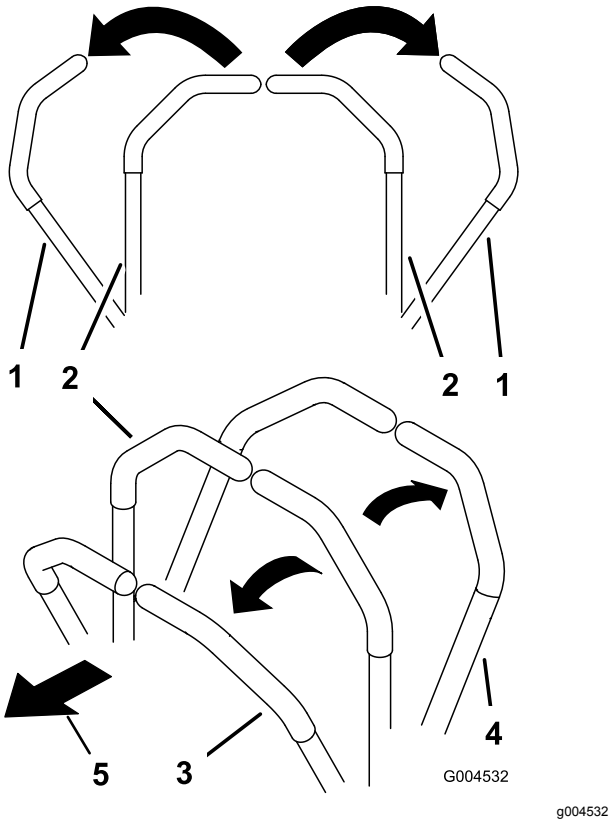

**Rysunek 19**
- Aby jechać do przodu, powoli przesuń dźwignie sterowania do przodu (Rysunek 19).
- Aby jechać do tyłu, powoli przesuń dźwignie sterowania do tyłu (Rysunek 19).
- Aby skręcić, zmniejsz prędkość maszyny, pociągając obie dźwignie do tyłu, a następnie popychając dźwignię po stronie, w którą ma zostać wykonany skręt, do przodu (Rysunek 19).